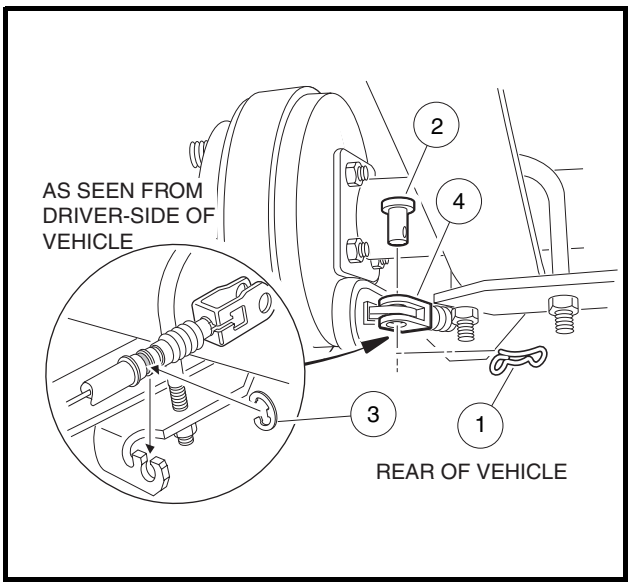

Figure 16-19 Brake Cable
5.1. Remove bow tie pin (1), brake cable clevis pin (2), and E-clip (3) **(Figure 16-19, Page 16-10)**.
5.2. Remove the cable from the cable support bracket **(Figure 16-19, Page 16-10)**.